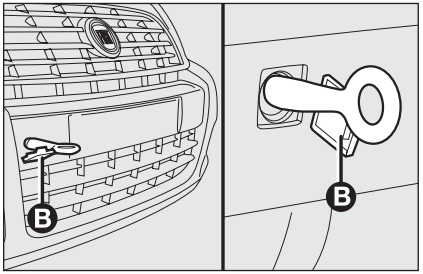

fig. 27 F0P0608m
- ❒ take away the front or rear door **B-fig. 27** using the supplied screwdriver;